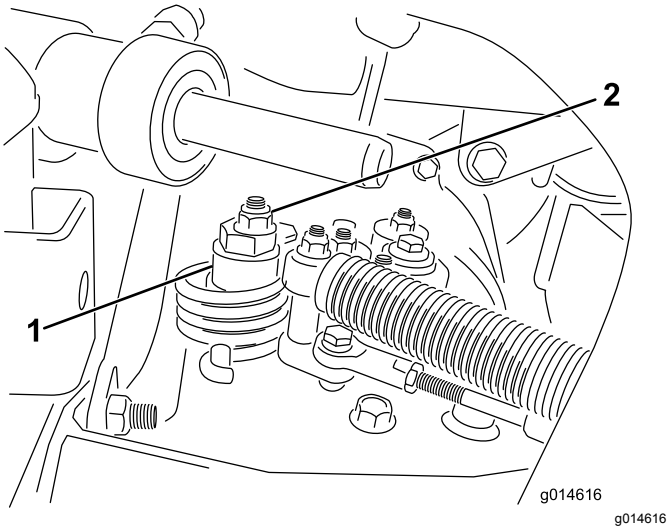

**Figuur 40**
A. Draai de moer los waarmee de excentriek is bevestigd aan de bovenkant van de hydrostaat (Figuur 40).
C. Draai aan de excentriek totdat de machine niet meer naar voren of naar achteren kruipt. Als het wielen niet meer draaien, zet u de moer vast waarmee de excentriek en de afstelling worden geborgd (Figuur 40). Controleer de instelling met de gashendel op LANGZAAM en op SNEL.